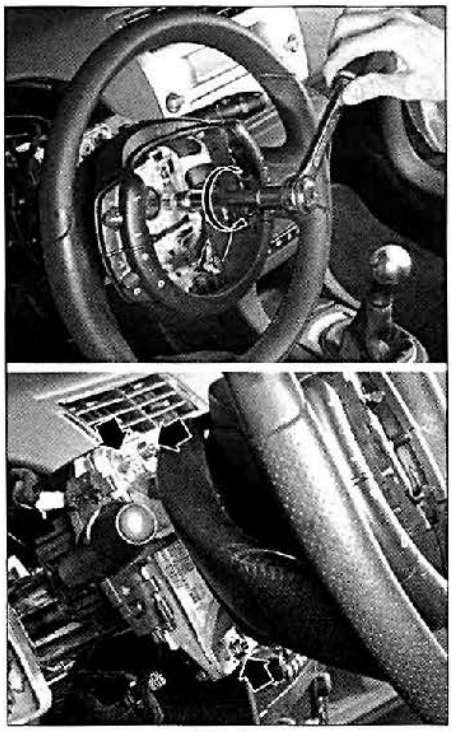

FIG. 33
• Desmontar el tornillo Torx T50 del volante y las 3 tuercas de fijación del cubo fijo **(fig. 33).**